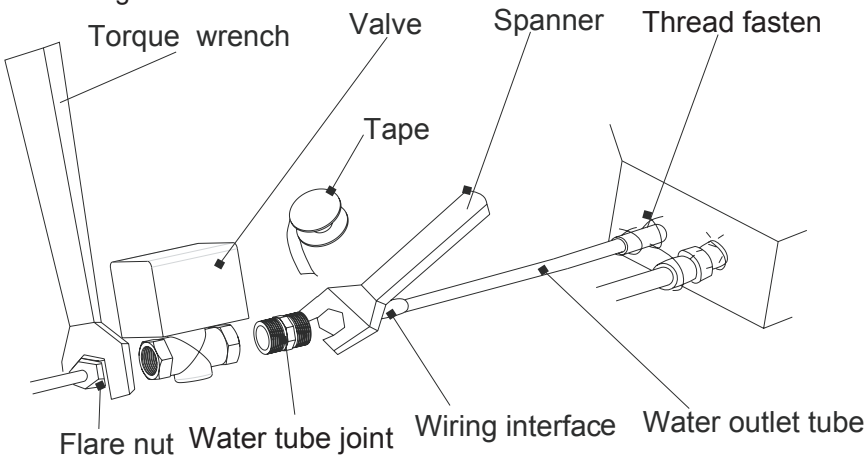

Fig.17
(1) The installation of the motorized valve should be done according as Fig.17.Firstly connect one end of the tube joint with the water inlet tube of the unit, then connect the other end with the motorized valve, and lastly connect the motorized valve with the flare nut . During the installation, both the torque wrench and the spanner should be used and the moment of torque should be within 90 N.m. Besides, a secure connection should be guaranteed.